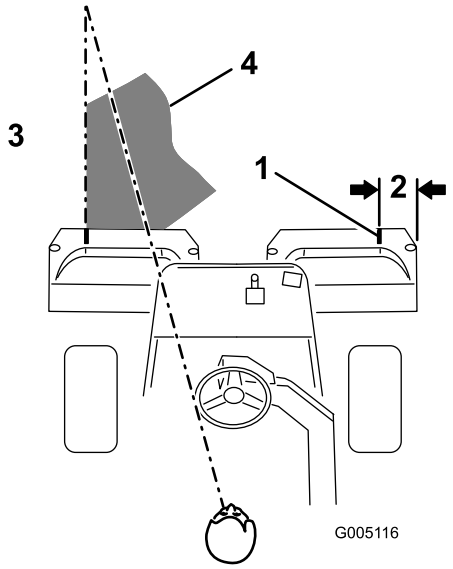

**Figur 37**
**Merk:** For at du skal klippe i en rett linje over greenen og holde maskinen på lik avstand fra kanten på den forrige lengden du klippet, må du lage deg en siktelinje på ca. 1,8–3 m fremfor maskinen til kanten på den delen av greenen du ikke har klippet enda (Figur 37). Noen synes at det hjelper å inkludere den ytre kanten på styrehjulet som en del av siktelinjen, dvs. holde kanten på styrehjulet i en rett linje i forhold til et punkt som alltid har samme avstand til fronten på maskinen.